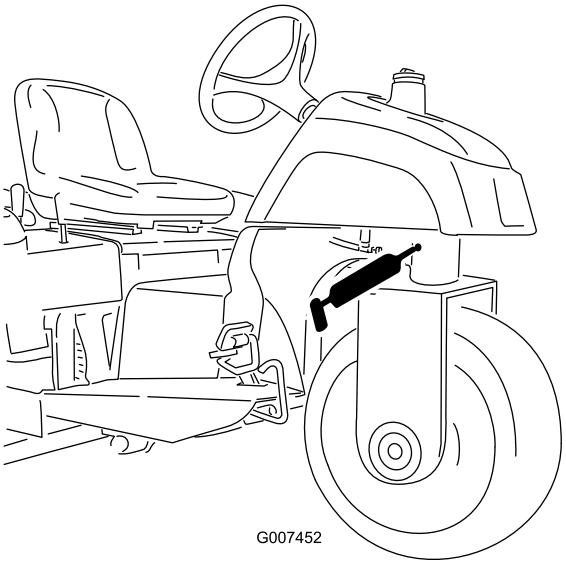

Figur 25
- Akselstyretapper (Figur 25)
Merk: Smøreniplene på styringsdreietappen (Figur 25) krever en adapter for munnstykke på smørepistol. Bestill Toro-delenr. 107–1998 fra en autorisert Toro-forhandler.